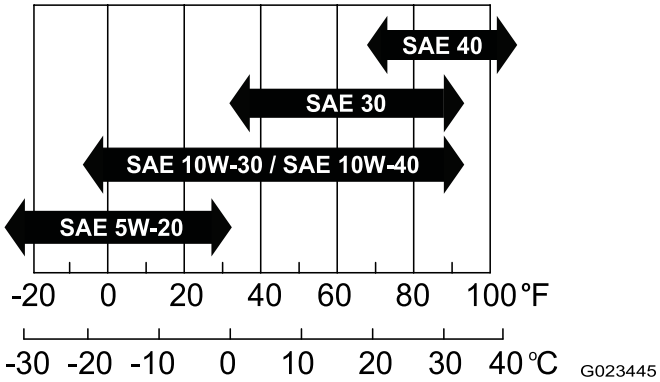

Figur 14
- **Viskositet:** SAE 30; se følgende diagram for andre viskositeter (Figur 14):